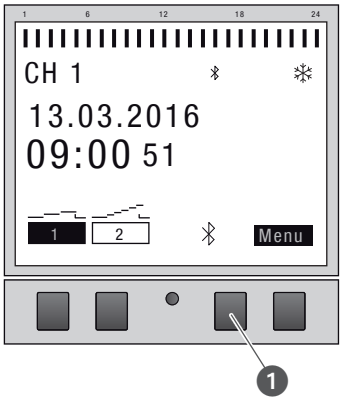

Fig. 27: Opbygning af Bluetooth-forbindelse på kontakturet
1. Tryk på Bluetooth-knappen (Fig. 27/❶) på kontakturet.